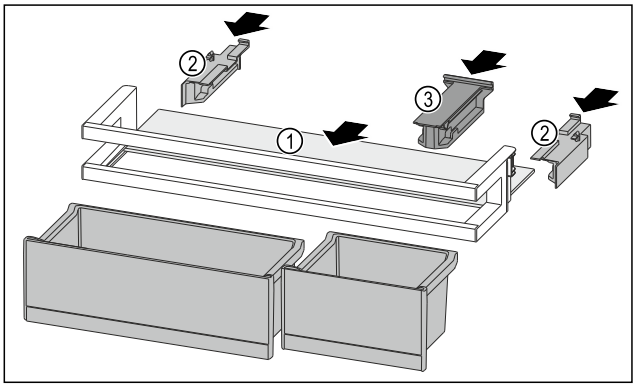

Fig. 201
- ▶ Push the shelf *Fig. 201 (1)* into the side recesses.
- ▶ Insert the side parts *Fig. 201 (2)*.
- ▶ Insert the holding part *Fig. 201 (3)*.